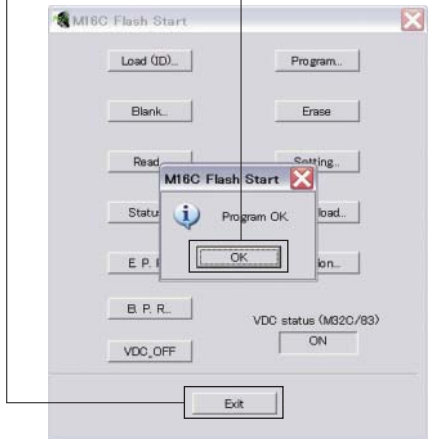

Fig. 6
8. When writing of the firmware is completed, the screen appears as shown below. (Fig. 6)
Click [OK]. (Fig. 6)
9. Click [Exit] to end FlashSta.exe. (Fig. 6)
8. ファームウェアの書き込みが完了すると、以下の画面が表示されます。(Fig. 6)
[OK] をクリックします。(Fig. 6)
9. [Exit] をクリックして FlashSta.exe を終了します。(Fig. 6)